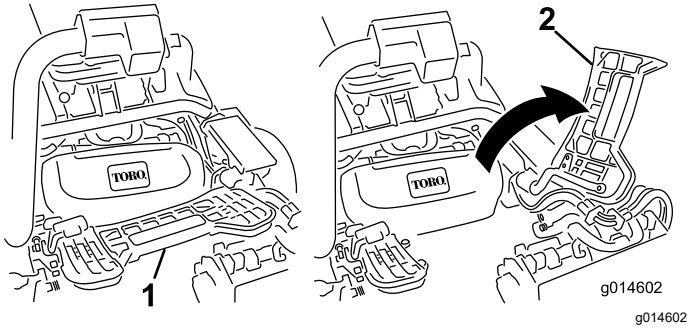

Figur 61
2. Hæv fodstøtten og vip den åben, så du får adgang til den midterste klippeenheds position (Figur 61).